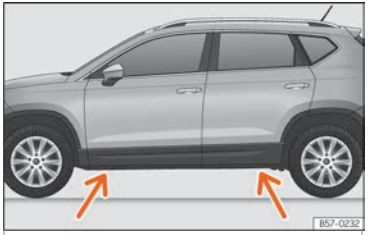

Abb. 40 Aufnahmepunkte für den Wagenheber.
- Suchen Sie am Längsträger die Markierung des Aufnahmepunktes für den Wagenheber (Eindrückung), die dem zu wechselnden Rad am nächsten liegt ››› Abb. 40.